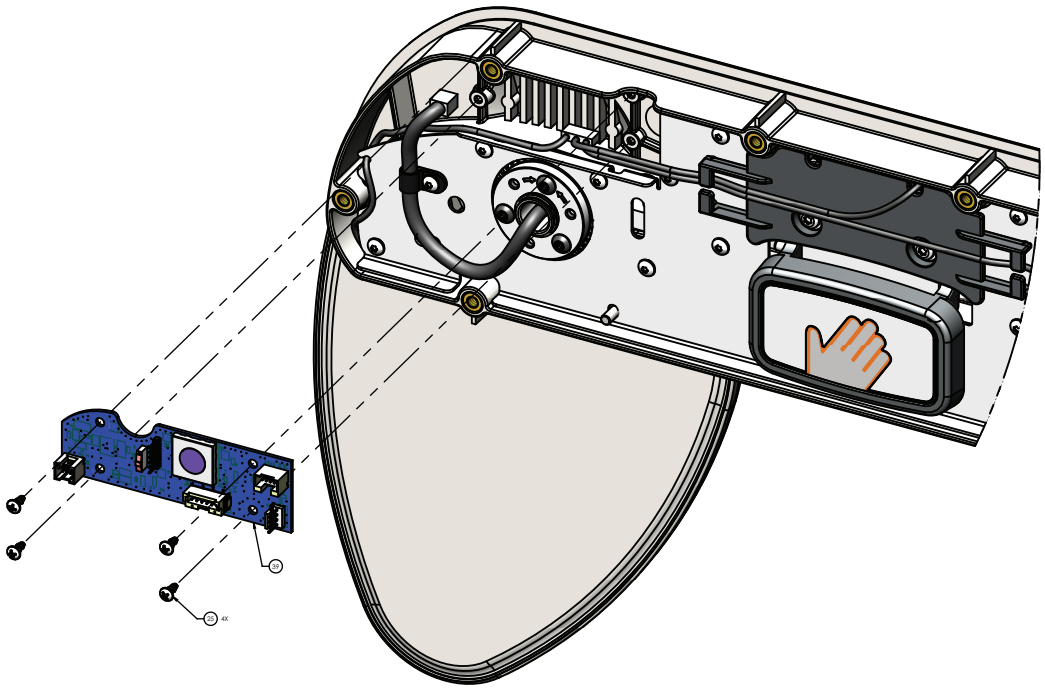

Figure 45 – Remplacement du panneau de commande de la barrière côté pieds, côté droit du patient
10. À l'aide d'un tournevis cruciforme n° 2, retirer et conserver les quatre vis (25) qui fixent la carte de commande de la barrière (39) à l'ensemble de barrière (Figure 45).